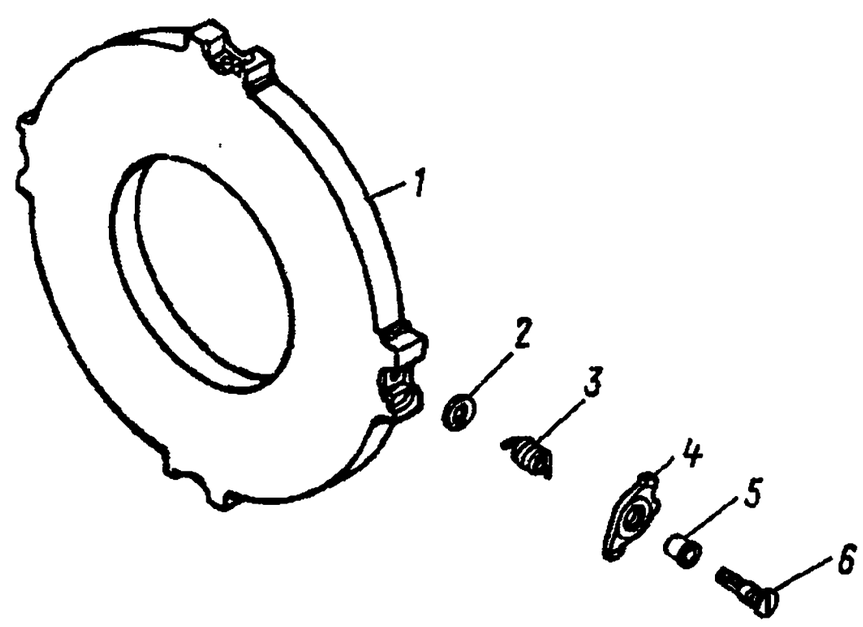

Рис. 125. Диск сцепления средний ведущий:
15. Установите средний ведущий диск *1* (рис. 125) на верстак	Слесарный верстак
35. Нанесите на ось *6* (см. рис. 125) смазку Литол-24 тонким слоем	Посуда для смазки, деревянная лопатка